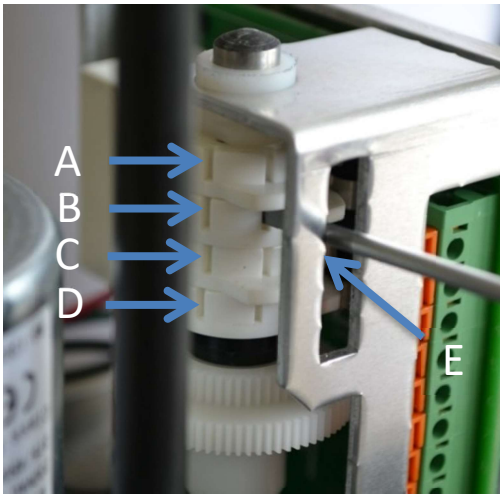

Figura 9: Impostazione delle camme di commutazione per gli interruttori di posizione
- Ruotare la camma del finecorsa CHIUSO (Figura 9, elemento B) con un cacciavite adatto (lama da 4 mm) in senso orario fino allo scatto del microinterruttore.
- Ruotare la camma del finecorsa APERTO (Figura 9, elemento A) con un cacciavite adatto (lama da 4 mm) in senso antiorario fino allo scatto del microinterruttore.